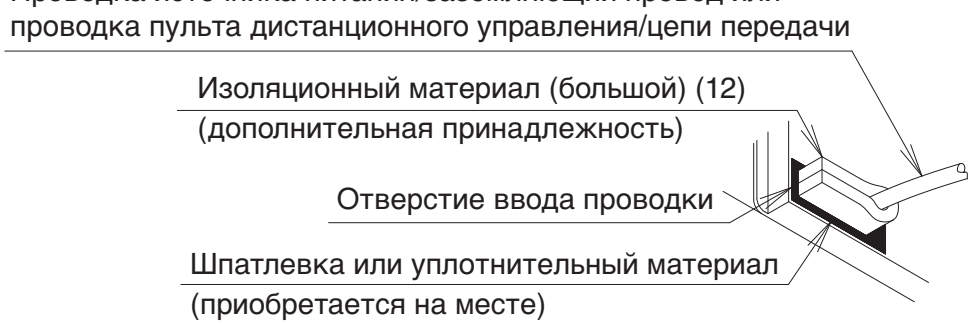

Рис. 19
- После подключения проводки убедитесь в том, что изолирующий материал (12) плотно прилегает к стенкам отверстия для ввода проводки. **(См. Рис. 19)**